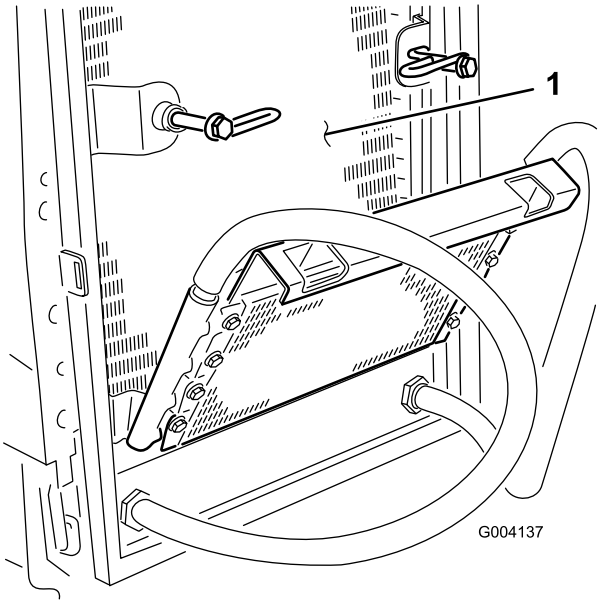

Figur 59
7. Börja från fläktsidan av kylaren och blås den ren med tryckluft med lågt tryck (3,45 bar) (använd inte vatten). Upprepa steget från kylarens framsida och därefter på nytt från fläktsidan. Rengör noga på båda sidor om oljekylaren. När kylaren och oljekylaren har rengjorts noga ska eventuellt skräp som har samlats på maskinens övriga delar (Figur 59) blåsas bort med tryckluft.